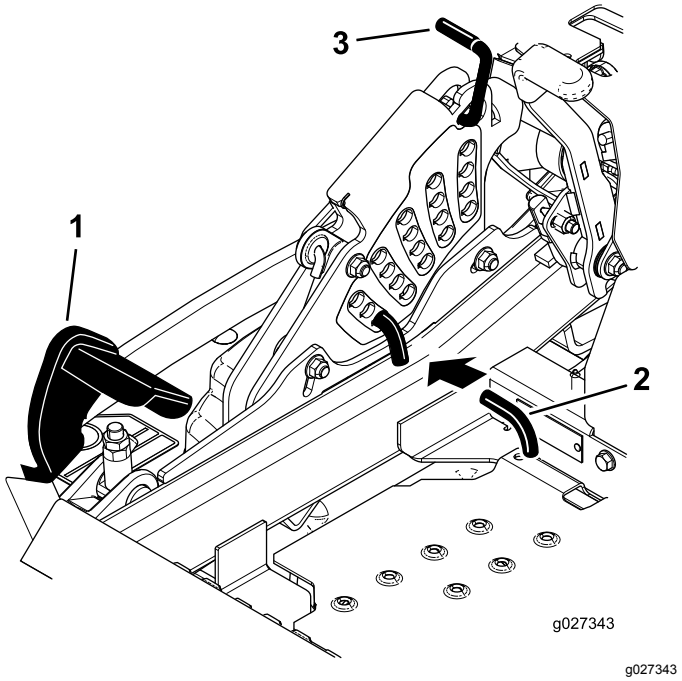

Figur 95
5. Skjut däcklyftpedalen hela vägen framåt så att däcket låses i transportläget på 14 cm (Figur 95).